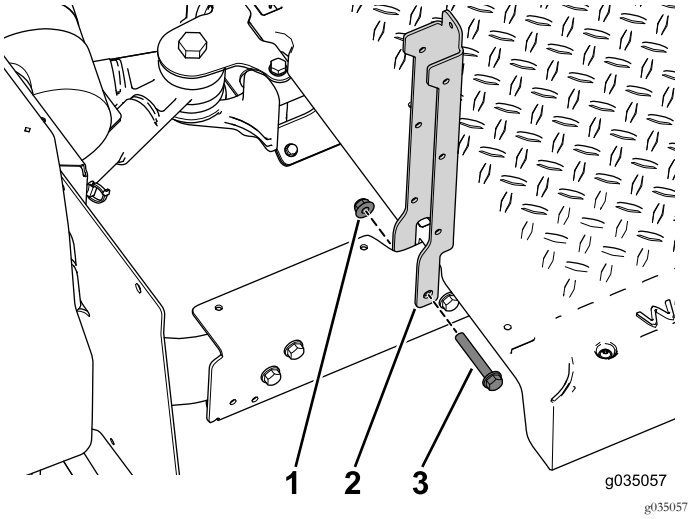

Figur 38
2. Bruk de to boltene (3/8 x 2-1/2 tomme) og flensmutrene til å feste setestøttene på bakre del av maskinen (Figur 38).